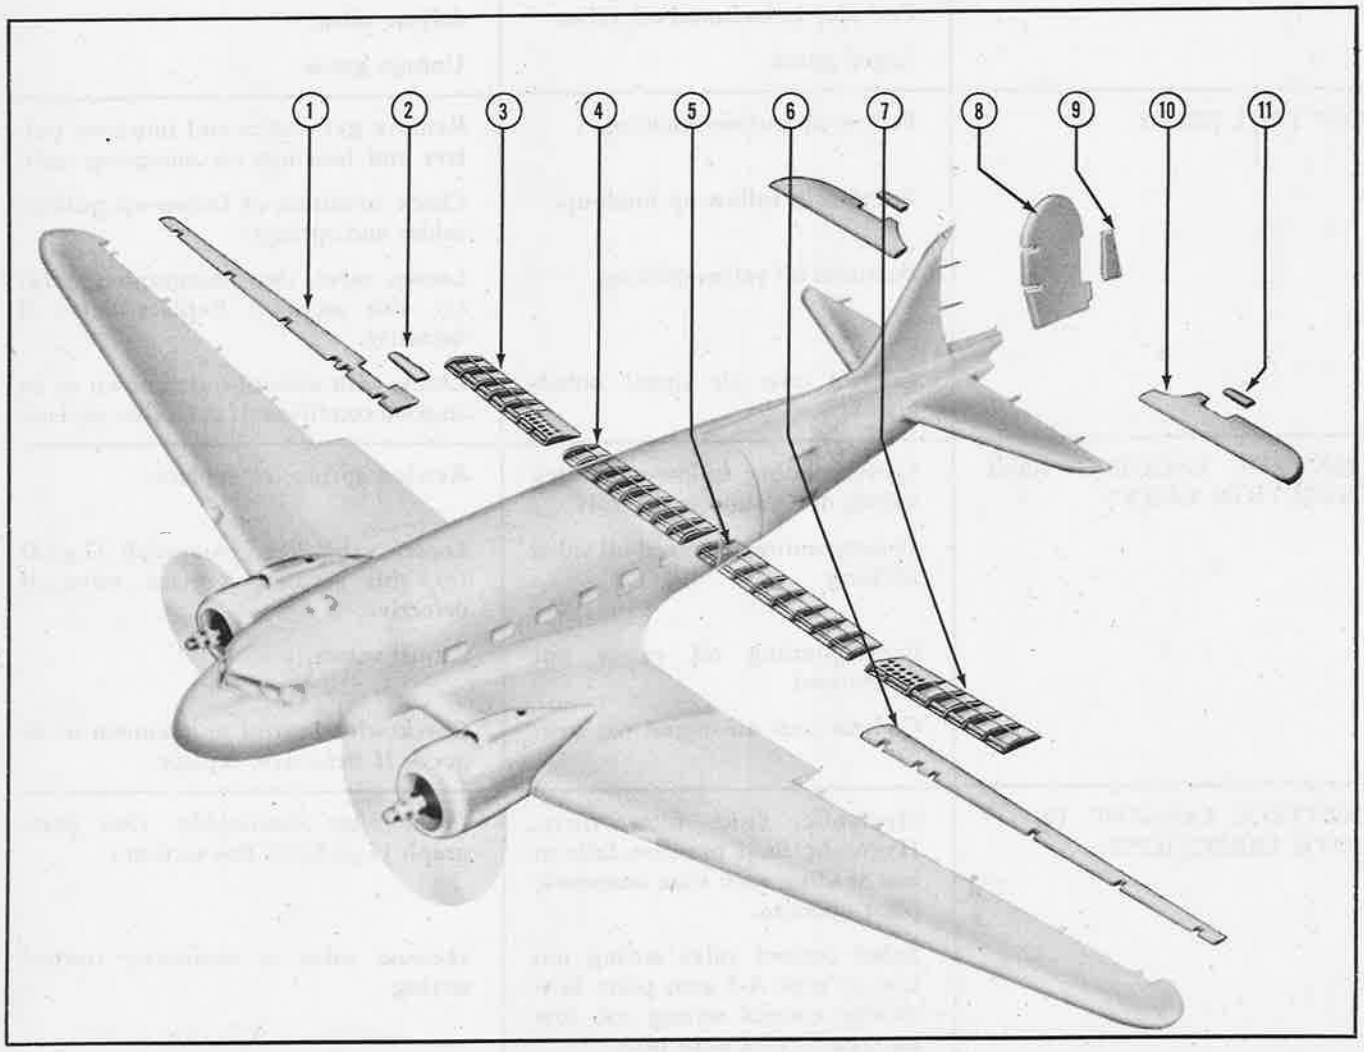

Figure 325—Exploded View of Movable Surfaces
(1) AILERONS. *(See figure 325.)*
KEY TO FIGURE 325
(2) ELEVATORS. *(See figure 325.)*
(3) RUDDER. *(See figure 325.)*